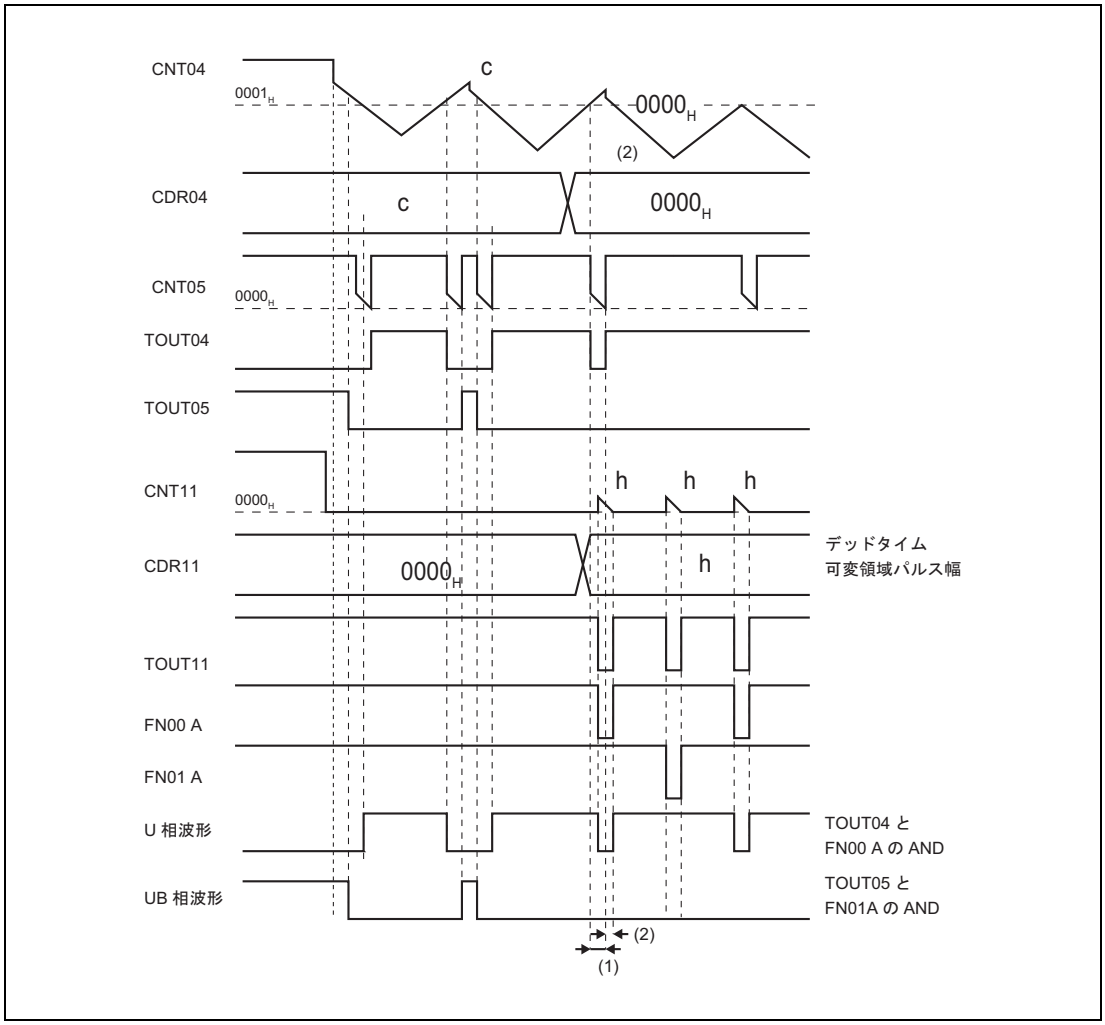

図 29.38　デッドタイム可変領域パルスがデッドタイム付き三角波 PWM 出力に影響する例
CDR04 へ U 相デューティ 100%設定と同時に CDR11 にデッドタイム可変領域パルス幅の値を設定した場合、図 29.38 で示す通り、機能仕様上①で示す TOUT04 から出力される最後の PWM に対し、(2) で示される分、デッドタイム可変領域パルスが影響を与えてしまいます。
詳細は「図 29.38　デッドタイム可変領域パルスがデッドタイム付き三角波 PWM 出力に影響する例」を参照してください。